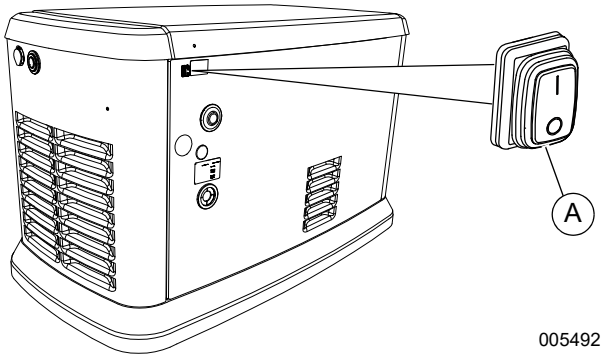

Figure 3-6. External Auxiliary Shutdown Switch (all models)
See ***Figure 3-6***. An auxiliary shutdown switch (A) is located on the exterior of the generator back panel. This auxiliary shutdown switch shuts down generator and disables restarts.